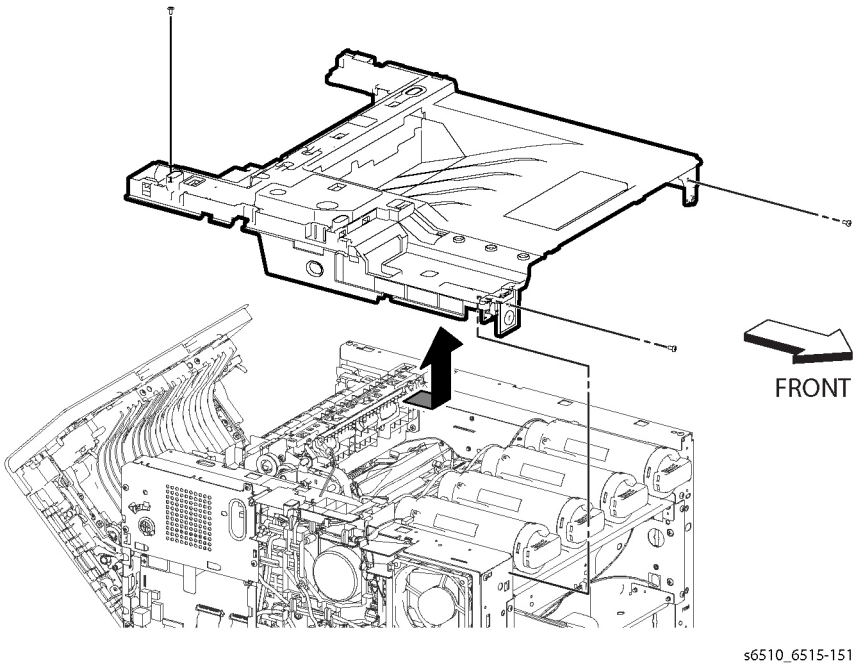

Figure 1 Remove the Top Cover Assembly (SFP)
10. Refer to Figure 1 to remove the three screws (silver, M3x6mm) attaching the Top Cover Assembly, then lift up the cover.